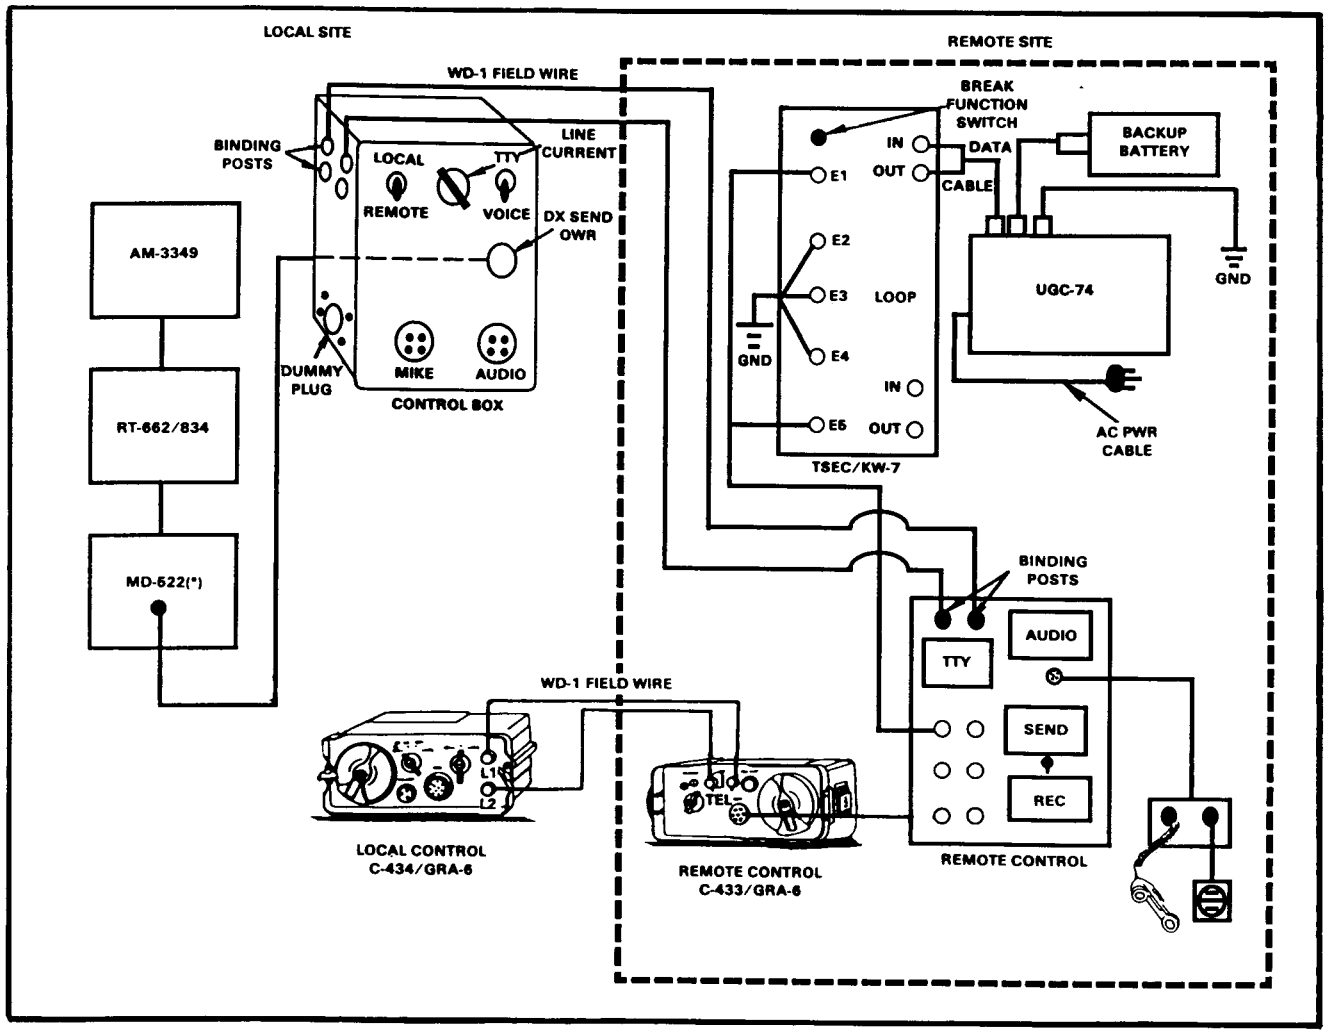

Figure 1-2. Simplified remote diagram for Radio Teletypewriter Set AN/VSC-2 using AN/UGC-74 and TSEC/KG-84A.
- Connect battery backup cable and battery, if available. (See note 5 on the installation diagram in Figure 1-2.)